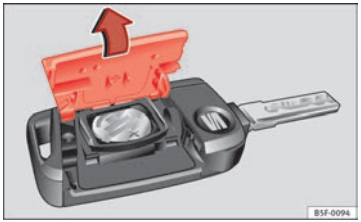

Fig. 48 Vehicle key: opening the battery compartment
- Remove the cover from the back of the vehicle key ⇒ Fig. 48 in the direction of the arrow ⇒ ⓘ.
- Fit the cover as shown ⇒ Fig. 48, pressing it onto the vehicle key casing in the opposite direction to that shown by the arrow until it clicks into place.